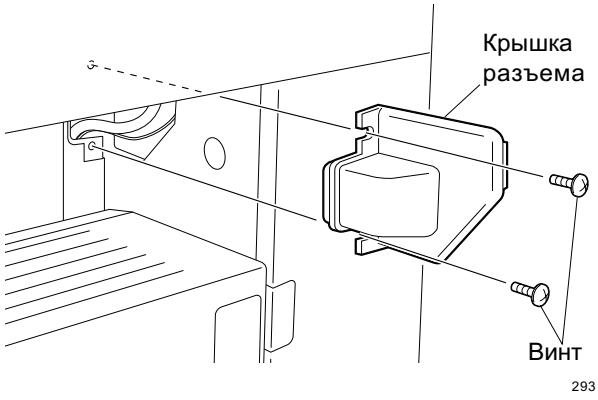

Fig. 6-3
3. Снимите крышку разъема. (см. Fig. 6-3)